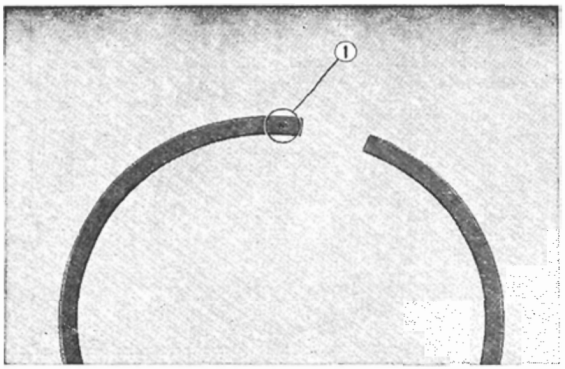

Fig. 3.72 Identifying upper and lower surfaces of the piston ring ① Manufacturer's mark
① Oil filter cover
② To upper crank case
③ From lower crankcase
④ Oil filter cover
⑤ 57.8×6.2 O-ring
⑥ Oil guide metal spring
⑦ Oil guide metal
⑧ Oil guide metal stop ring
b. The rings must not be installed upside down; this will cause oil pumping. The top side of the ring is etched at the end with the initial of the manufacturer's name. **(Fig. 3.72)**